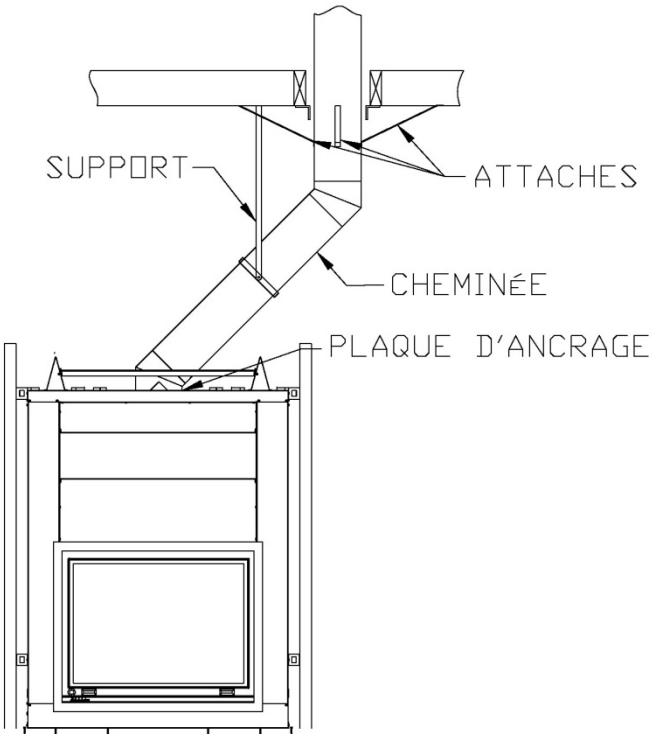

**Figure 34**
1. Installez le premier coude; tournez-le dans la bonne direction. Fixez-le à la cheminée en suivant les instructions du fabricant de la cheminée. Dans de nombreux cas, il est recommandé des fixer les raccords à l'aide de trois (3) vis à métal de ½" (12 mm).
2. Installez les sections de cheminé qu'il faut pour obtenir le décalage nécessaire. Verrouillez les sections de cheminée ensemble en suivant les instructions du fabricant de la cheminée. Dans de nombreux cas, il est recommandé d'utiliser trois (3) vis de ½" (12 mm). Si la section décalée comporte deux sections de cheminée ou plus, de nombreux fabricants de cheminée exigent que vous utilisiez un support de décalage ou de toit à moitié chemin du décalage. Si la cheminée traverse un mur, installez un coupe-feu mural fourni par le fabricant de la cheminée **(voir Figures 34 et 35)**.